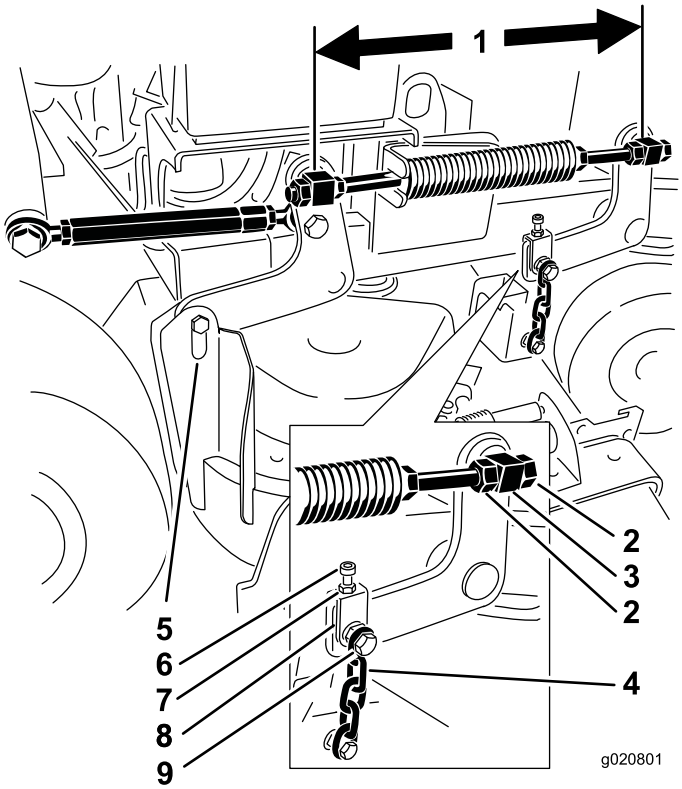

Figur 82
6. Kontroller afstanden mellem drejeleddene, mål fra drejeleddenes midte (længden fra midte-til-midte) på hver gevindstang. Sørg for, at længden er 49,5 cm til 91 cm plæneklipperskjolde og 43,7 cm til 102 cm plæneklipperskjolde (Figur 82).
11. Løsn den øvre kædebolt, hvis justering er nødvendig (Figur 82).
6. Løsn de øvre kædebolte (Figur 82).